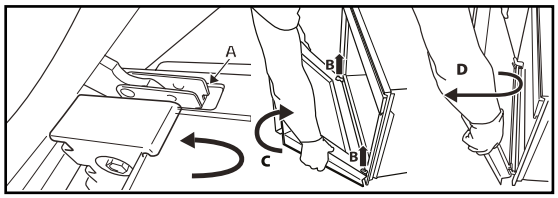

Рис. 2
3. Закройте дверцу до упора (A), поднимите (B) и поверните ее (C) так, чтобы она вышла из креплений (D) (*Рис. 2*).